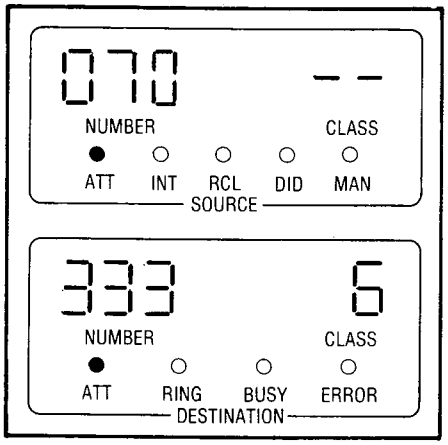

Fig. 217-5
- SOURCE display (Fig. 217-5) shows equipment number of calling trunk
SPLIT CALL TO BOTH (FIG. 217-5)